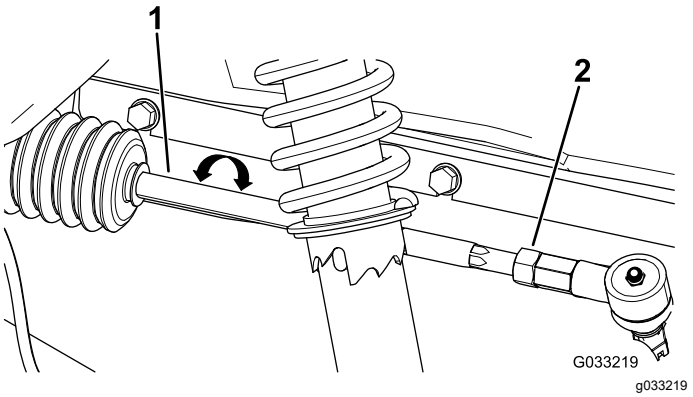

Figuur 48
2. Als deze afstand buiten het bereik van 0 tot 6 mm valt, moet u de contramoeren aan het uiteinde van de spoorstangen losdraaien (Figuur 48).